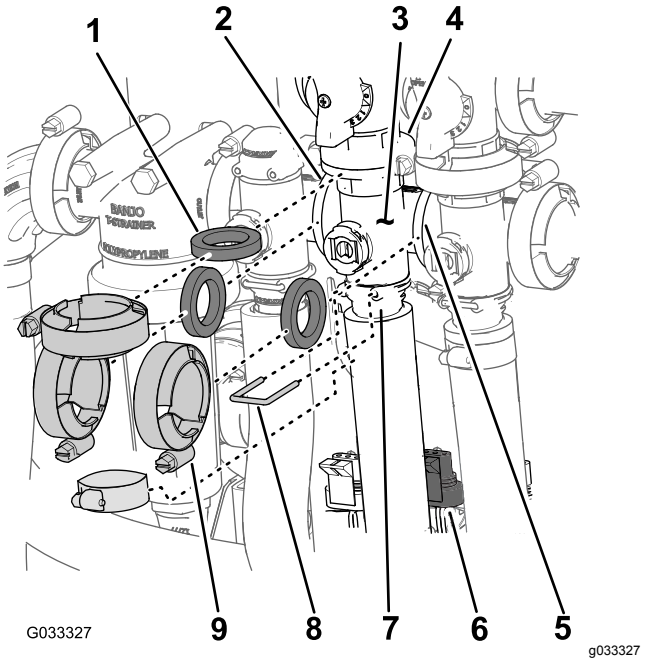

Figur 64
1. Ta bort klämmorna och packningarna som håller fast omrörningsventilens grenrör (Figur 64) vid omrörningsöverströmningsventilen, sprutmängdsventilen, huvudsprutrampventilen och adapterkopplingen (spjällventil för omrörning).
2. Ta bort hållaren som fäster utloppskopplingen vid omrörningsventilens grenrör (Figur 64).